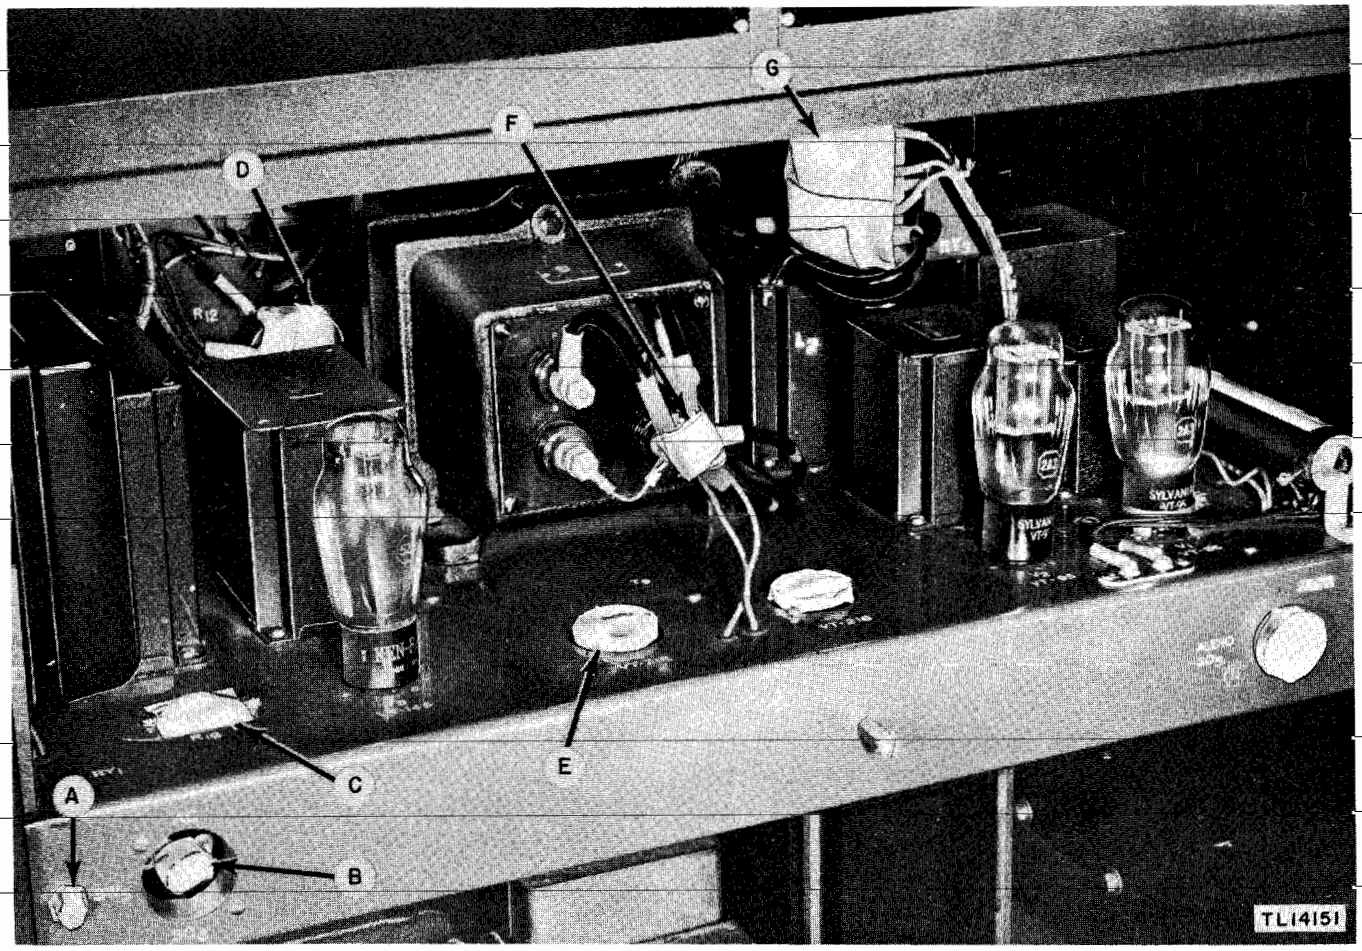

Figure 32. Radio Transmitter BC–610–E—rear interior view of chassis, showing method of masking.
b. DISASSEMBLY. (1) Remove seven screws holding cover plate to back of the set; remove plate.
(2) Tilt the set forward, or place it on its face. Be careful not to rest it on any of the projecting dials or knobs on the front panel.
(3) Remove resistor R_{19} from its socket. This resistor is not to be treated.
(4) Remove Tubes VT–218 from sockets V_3 and V_4. These tubes are not to be treated.
(5) Remove capacitor C_{28} from its contact clips. This capacitor is not to be treated.
(6) Remove antenna coil unit. Antenna coils are not to be treated.
(7) Remove crystals from tuning units. Do not treat crystals.
(8) Clean all dirt, dust, rust, fungus, oil, grease, etc., from the equipment to be processed.
c. MASKING. Cover the following components with masking tape as shown in figures 32, 33, 34, 35, and 36.
(1) Interlock switch SW_5, item A, figure 32.
(2) Contacts on socket SO_6, item B, figure 32.
(3) Socket of resistor R_{19}, item C, figure 32.
(4) Variable resistor R_{12}, item D, figure 32.
(5) Tube socket V_4, item E, figure 32.
(6) Contacts on four leads to Tubes VT-218, item F, figure 32.
(7) Relay RY_3, item G, figure 32.